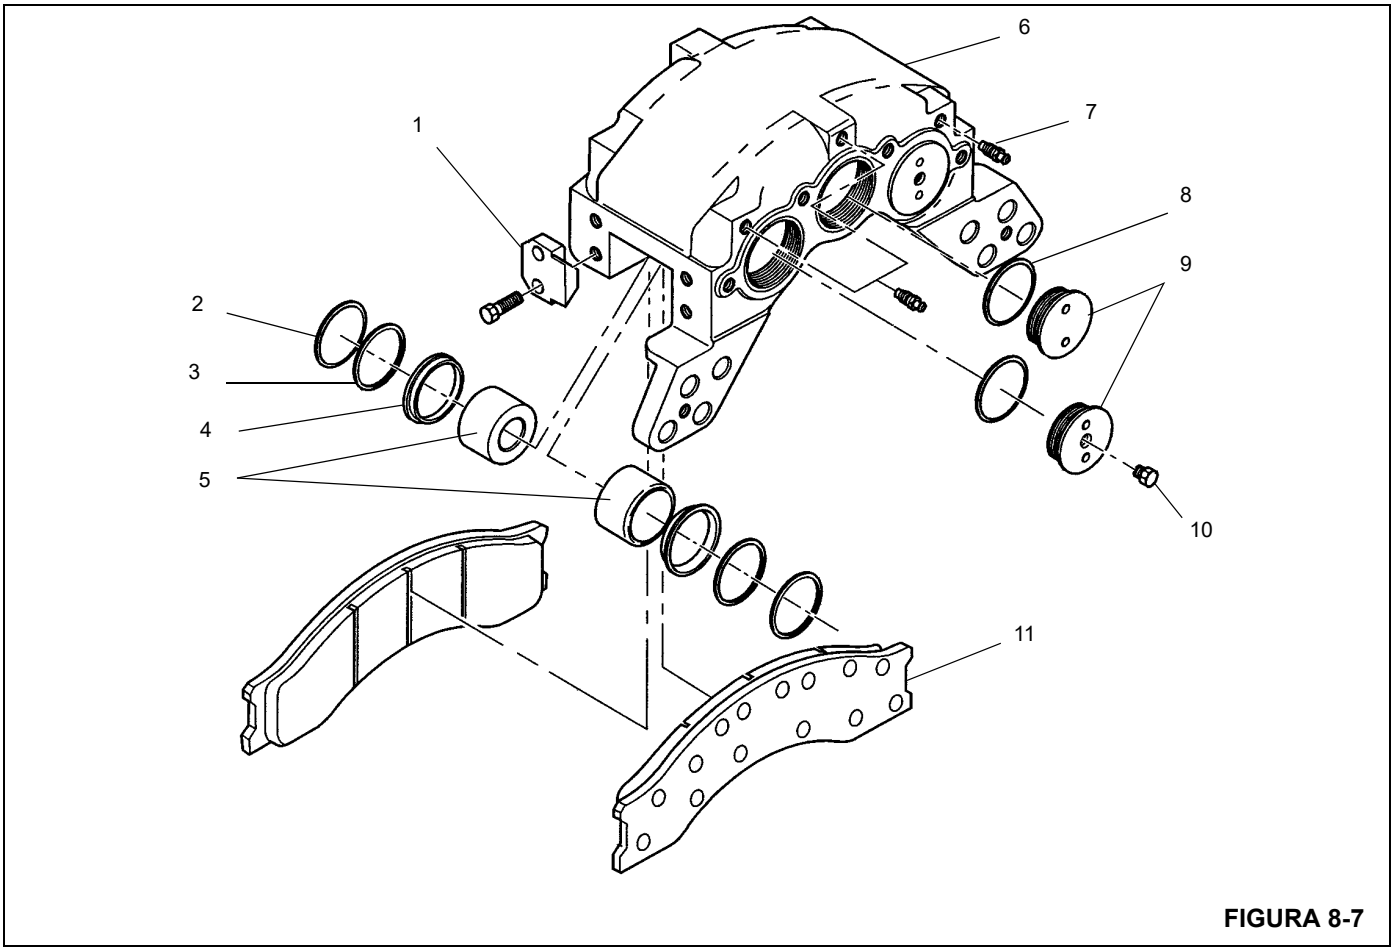

FIGURA 8-7
**d.** Remova os pistões (Figura 8-7) dos furos que estão opostos à placa de montagem.